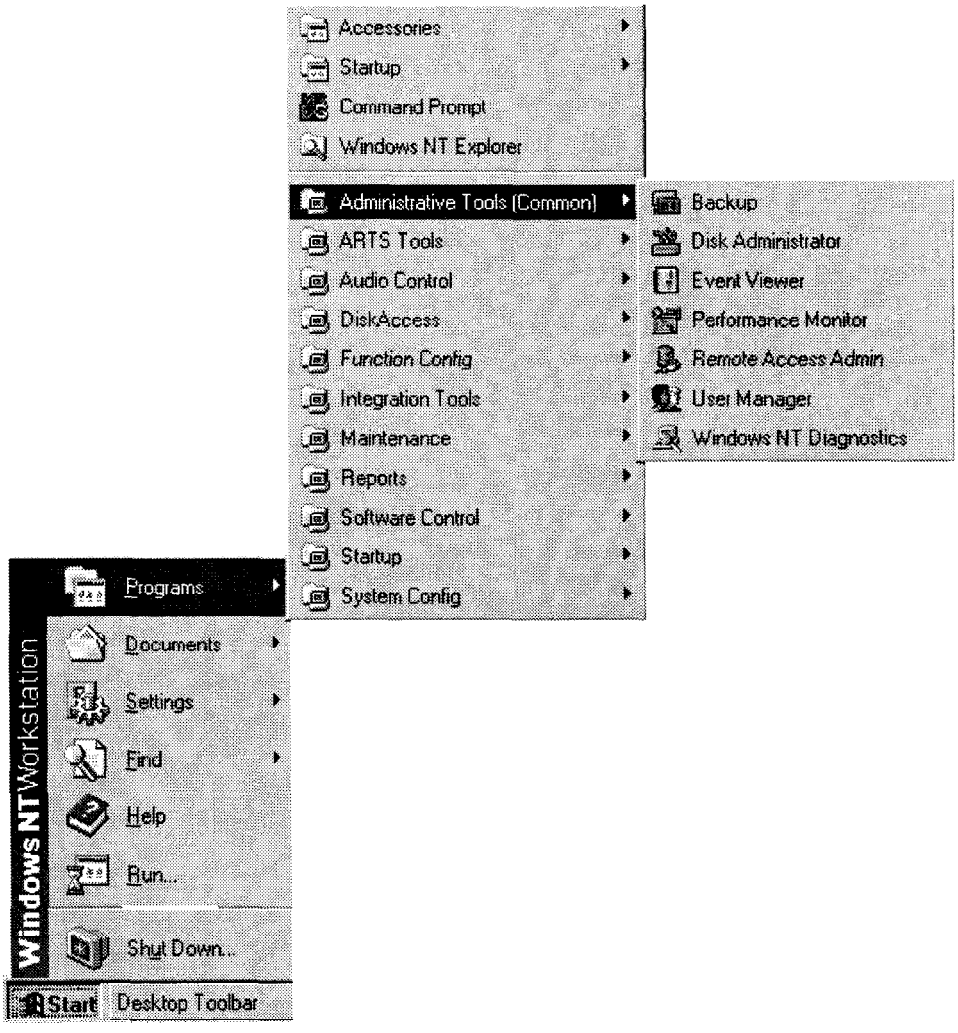

FIGURE 4-165. START MENU WINDOW
2. Observe the Start menu (Figure 4-165).